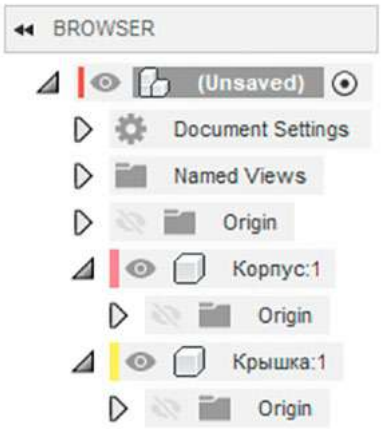

Рис. 9. Компоненты «Корпус», «Крышка»
2. Создайте компоненты «Корпус» и «Крышка» с помощью меню ASSAMBLE-> NEW COMPONENT. Созданные компоненты должны появиться в списке BROWSER (рис. 9).